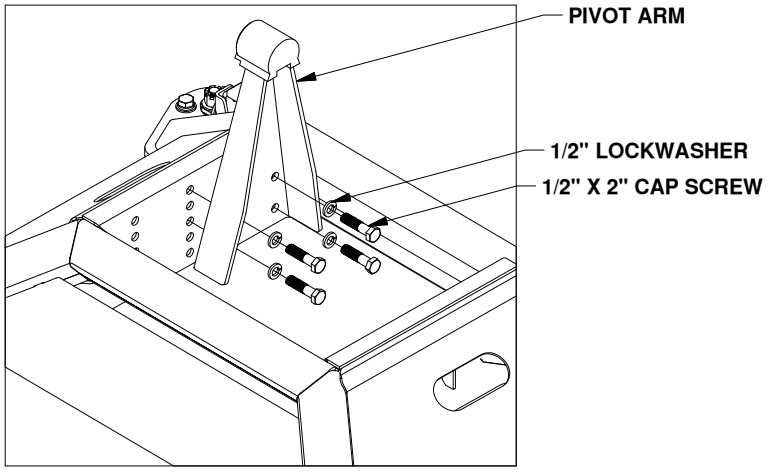
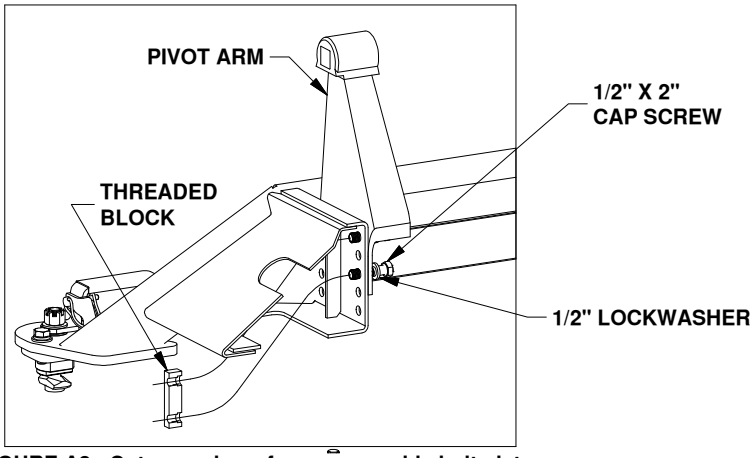

FIGURE A2: Passenger pivot arm mounting location.
FIGURE A3: Cutaway view of passenger side bolt plate.
2. Locate both pivot arms, the four 3/4" threaded blocks, eight 1/2" cap screws, and eight 1/2" split lock washers. Place the lock washers over the cap screws. Align the flat side of the pivot arm flat against the bolt plate and install four 1/2" cap screws through the holes on the arm, holding the arm in place, as shown in Figure A2. Locate the threaded blocks. Note that the sides of the block have threaded holes on one side and smooth bored holes on the other side. When installing the threaded blocks it is critical that the side with the smooth holes is flat against the bolt plate when installed. Pass the threaded block under the bases side and align the block with each set of screws and start each screw, as shown in Figure A3. After all the screws are started through the arms, torque each bolt to 80 ft-lbs.